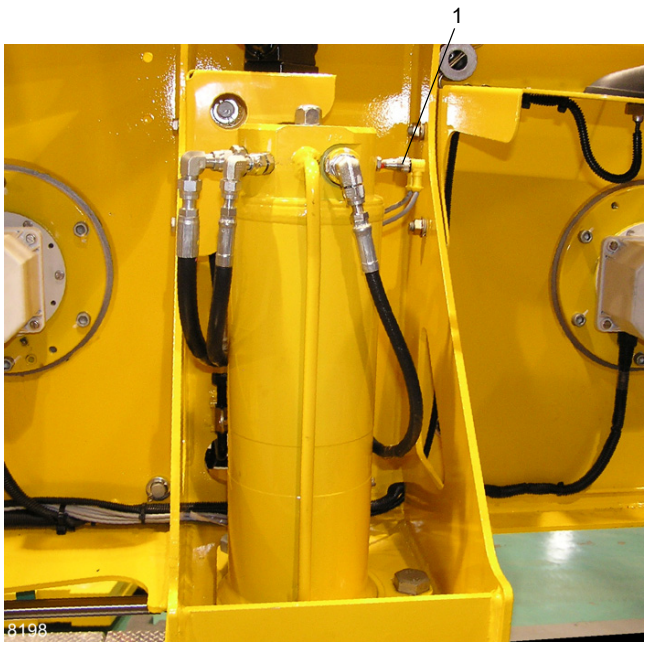
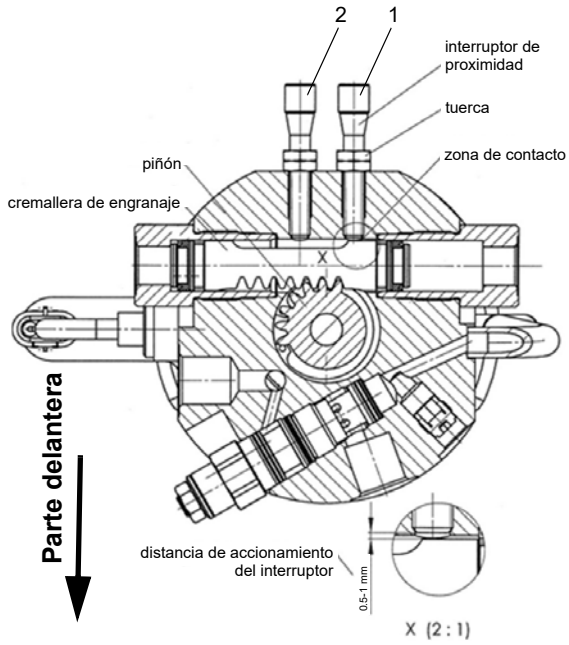

FIGURA 2-52
FIGURA 2-53
El cilindro de elevación del contrapeso (Figura 2-52) incorpora un sistema de cremallera y piñón para girar la varilla para bloquear y desbloquear el cilindro en el contrapeso.
Los dos interruptores de proximidad se utilizan para indicar al sistema ECOS que el cilindro está bloqueado o desbloqueado (consulte la *Sección 3, Controles y procedimientos de funcionamiento* en el *manual del operador*). El interruptor de proximidad izquierdo (1, Figura 2-52 y Figura 2-53) detecta la cremallera en la posición bloqueada. El interruptor de proximidad izquierdo (2, Figura 2-53) detecta la cremallera en la posición desbloqueada.
2. Afloje las contratuercas del interruptor de proximidad izquierdo (1, Figura 2-52 y Figura 2-53).
4. Destornille el interruptor 3/4 de vuelta, lo que equivale a 0.75 mm (0.03 pulg). La distancia entre el interruptor y cremallera debe ser de 0.5 a 1.0 mm (0.02 a 0.04 pulg), como se ilustra en la Figura 2-53.
2. Afloje las contratuercas del interruptor de proximidad derecho (2, Figura 2-53).